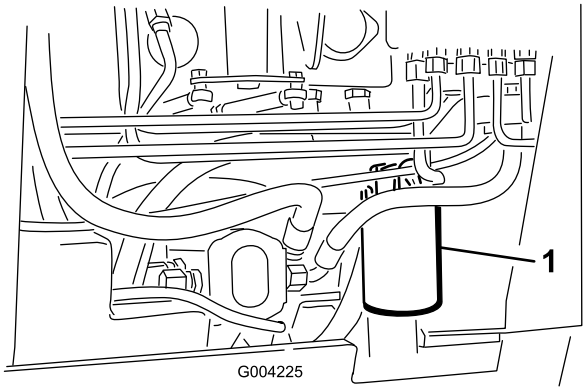

Figur 56
4. Placera ett kärl under filtret (Figur 56).
5. Ta bort det gamla filtret (Figur 56) och torka rent ytan på filteradapterpackningen.
7. Sätt i det nya hydraulfiltret i filteradaptern (Figur 56). Dra åt det medsols tills gummipackningen vidrör filteradaptern, och dra sedan åt filtret ytterligare ett halvt varv.